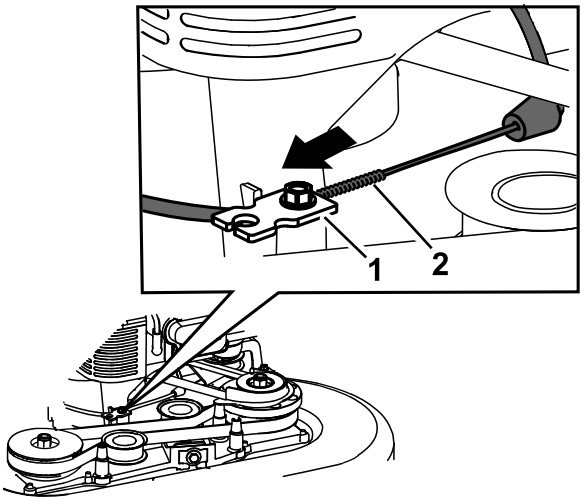

Figure 44
6. Tirez sur la gaine du câble jusqu'à ce qu'il n'y ait plus de mou (Figure 44).